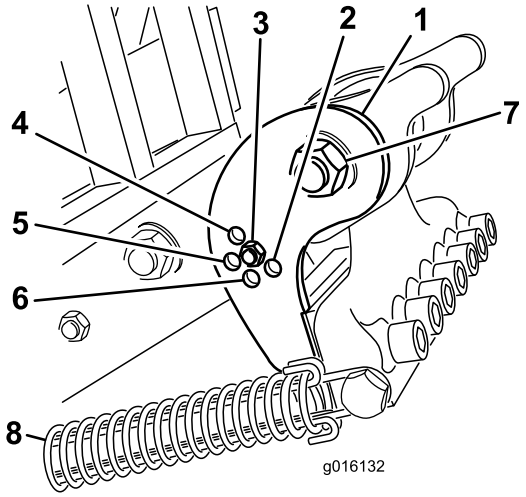

**Figuur 34**
Stel de gewelfde beugel (Figuur 34) in op de juiste stand op basis van de lengte van de gebruikte tanden. De aanslag van de kop kan in een van de vijf voorbepaalde standen worden gezet door het kiezen van de opening waardoor de stang wordt bevestigd met een bout. Deze openingen zijn slechts vooraf ingesteld, u kunt bijvoorbeeld een tand van 24,4 cm gebruiken in de stand voor 30,5 cm om een gladdere afwerking te krijgen. dit is afhankelijk van de toepassing.
3. Maak de veerspanning naar de tandenkop los (Figuur 34).
4. Verwijder de moer en bout uit de instelopeningen in de gewelfde beugel (Figuur 34).